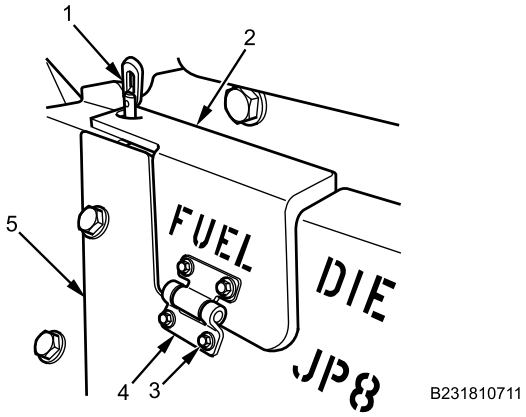

Figure 4. Fuel Tank Access Door.
4. Install hinge (Figure 4, Item 4) on fuel access door (Figure 4, Item 2) with two bolts and two new locknuts (Figure 4, Item 3). Tighten locknuts securely.
5. Install fuel access door (Figure 4, Item 2) and hinge (Figure 4, Item 4) on fuel tank armor door (Figure 4, Item 5) with two bolts and two new locknuts (Figure 4, Item 3). Tighten locknuts securely.
6. Move fuel cap spring (Figure 4, Item 1) into closed position.